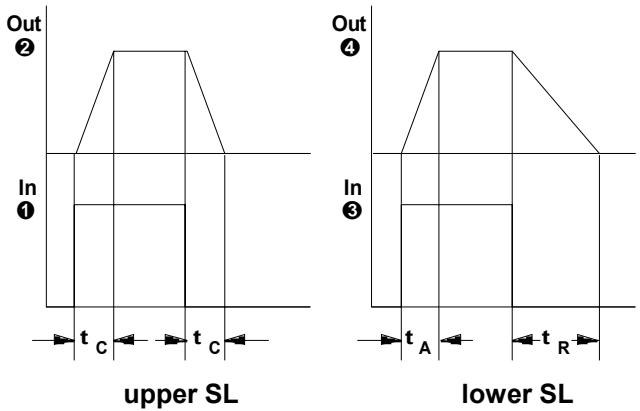

Fig. 1: A-170 response
This control sets the **rise / fall time t_C** of slew limiter 1 (see Fig. 1) in a range from 0 to 10 seconds.
④ ↑
With this control you set the lower slew limiter's **rise time t_A** (see Fig. 1), within the range set by switch ⑥.
⑤ ↓
The fall time **t_R** of the lower slew limiter (see Fig. 1) is set with this control, within the range set by the range switch ⑥.
⑥ Time Range